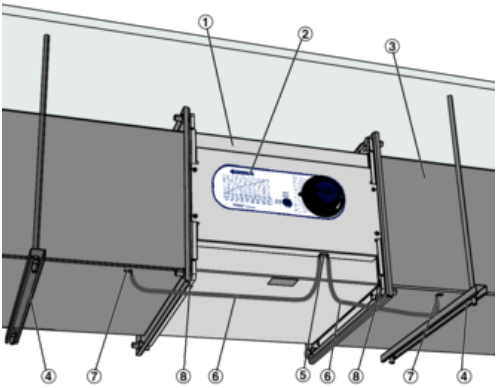

Fig. 10: Installation example
1. ▶ Install suspension rods and bars (Fig. 10/4) at the installation location, at a distance of approx. L+3.9 in.
2. ▶ Assemble the ducts (Fig. 10/3) and lead them up to the installation location of the terminal unit.
3. ▶ Insert seals (Fig. 10/8) between the flanges ↳ *'Attaching sealing tape' on page 8* (by others).
Observe the air direction arrow (Fig. 10/2) during installation.
4. ▶ Screw the terminal unit (Fig. 10/1) together with screws, washers and nuts M10 (Fig. 10/8).
- Screw connection (Fig. 10/8) with screws and washers M8;
7. ▶ Make the equipotential bonding (Fig. 10/6) using ground strap and blade connector (Fig. 10/5).
Use a self-drilling screw (Fig. 10/7) to fix the ground strap to the duct.